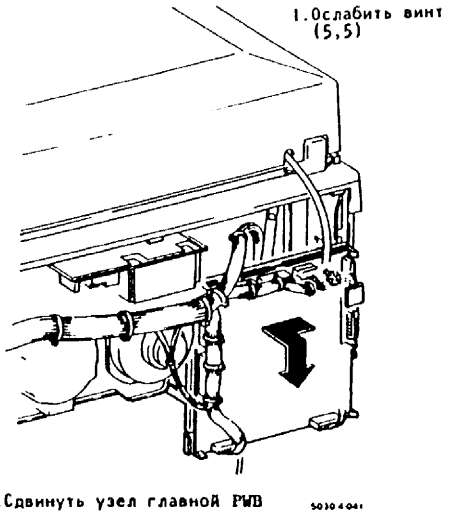

Рис.3. Смещение узла Главной PWB
1. (Рис.3): Сдвинуть узел Главной PWB.